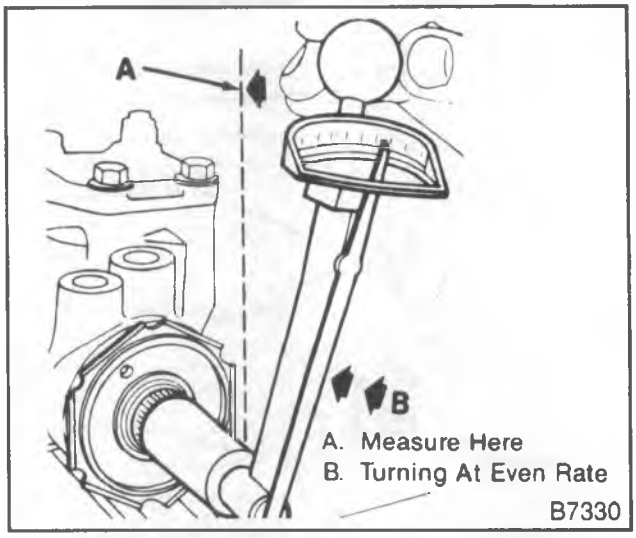

Figure 19—Checking Rotational Torque
7. Use an inch-pound torque wrench and a 12-point deep socket to measure the required torque to turn the stub shaft (251). Take the reading with the handle of the torque wrench near the vertical position. Turn the stub shaft to the right stop and then back (counterclockwise) 1/4 turn at an even rate (figure 19). Record the torque reading.
8. The torque required to turn the stub shaft should be 0.45-1.13 N•m (4-10 in. lbs.). If the reading is above or below the specified torque, the adjuster plug may not be tightened properly or may have turned when the adjuster plug nut was tightened, or the thrust bearings (247) and races (246) may be damaged.